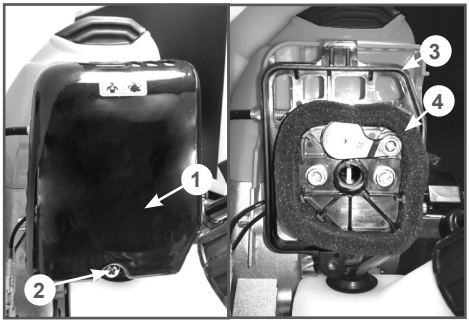

Рис. 9 Обслуживание воздушного фильтра
1. Открутите винт 2 и снимите крышку 1 воздушного фильтра (Рис.9).
2. Извлеките из корпуса фильтрующий элемент 4 (Рис. 9).
6. Очистите от загрязнений крышку и опору 3 воздушного фильтра (Рис.9).